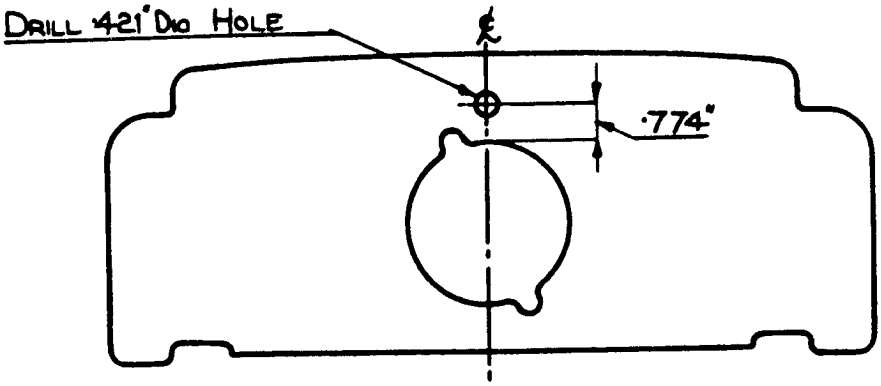

FIG. 1.
4. Fit the switch supplied into the vacant hole in the top of the instrument panel above the switch box. If this hole does not already exist, drill as shown in Fig.1.